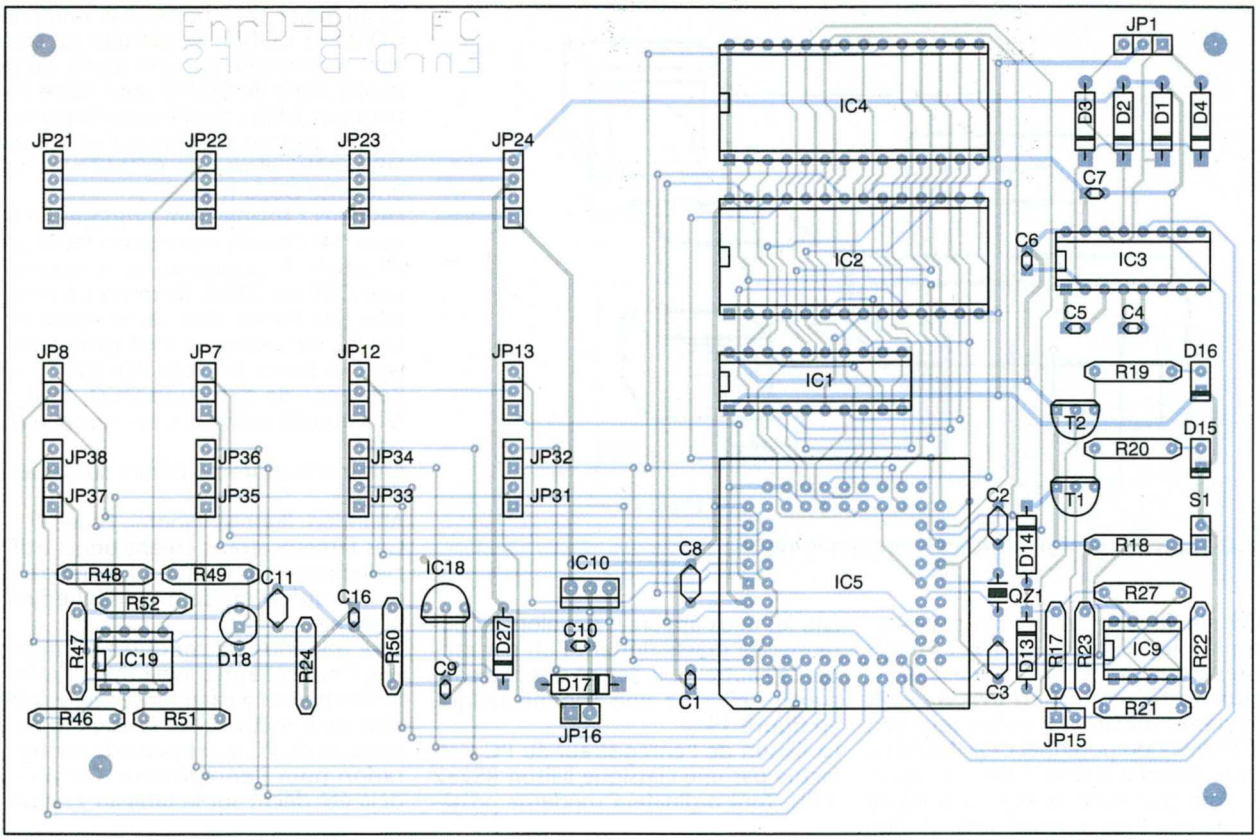

Figure 9
L'implantation ne devrait pas poser grand problème si l'on respecte les plans donnés en **figures 9 et 10** en gardant comme point de mire les photos du prototype cablé. IC4 et IC5 doivent obligatoirement être montés sur support. Le premier parce que les futures évolutions de logiciel seront plus facilement implémentées et le second car prévu à l'origine pour un montage CMS, donc sans patte.
Dans le cas d'une utilisation de concert avec le traceur de courbes du numéro 566, il convient de revenir un peu sur ce dernier, en y effectuant une petite modification. Il faut en effet monter les valeurs de R38 et R39 à respectivement 22 kΩ et 100 kΩ. En effet, la vitesse de balayage était initialement un peu trop rapide, et l'enregistreur n'aurait pu «suivre». De plus, un lecteur assidu a remarqué qu'une erreur s'était introduite sur le circuit imprimé de la carte alimentation en figure 14, page 60 du numéro 566. Il faut relier la patte (2) du régulateur CI2 au (+) de C7, comme l'indique avec raison le schéma de la figure 9.